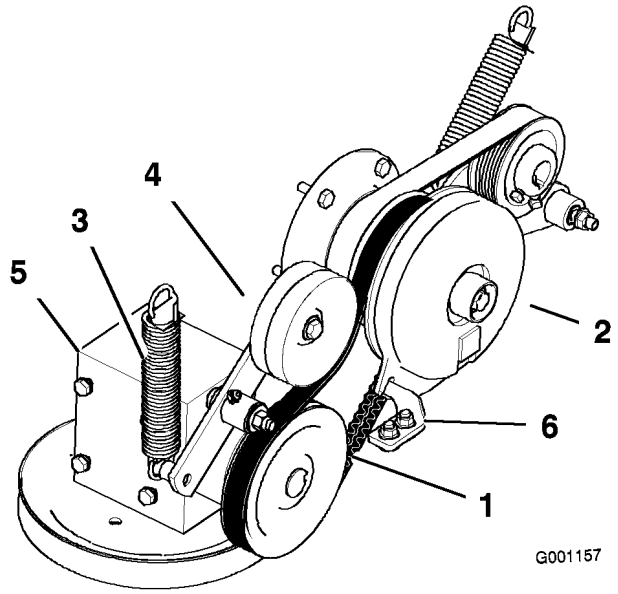

Figur 59
4. Demontera fjädern på remskivarmen (Figur 59).
7. Montera den nya kraftuttagsdrivremmen runt kopplingsskivan och växellådsskivan (Figur 59).
9. Montera fjädern på remskivearmen (Figur 59).